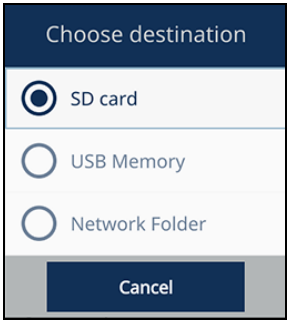

Рис. 2-37 Окно Выбрать назначение
2. Нажмите на кнопку раскрытия списка **Назначение** ( ) для отображения окна **Выбрать назначение** (см. Рис. 2-37 на стр. 46).